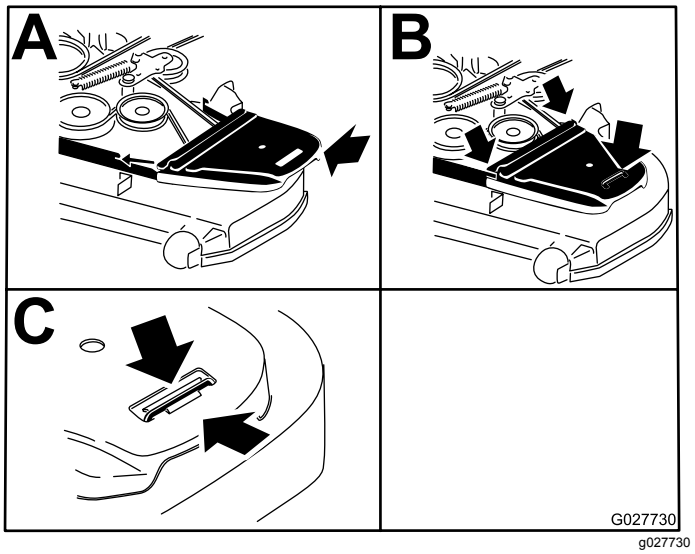

Figuur 92
11. Plaats de aandrijfriemkappen terug (Figuur 92).